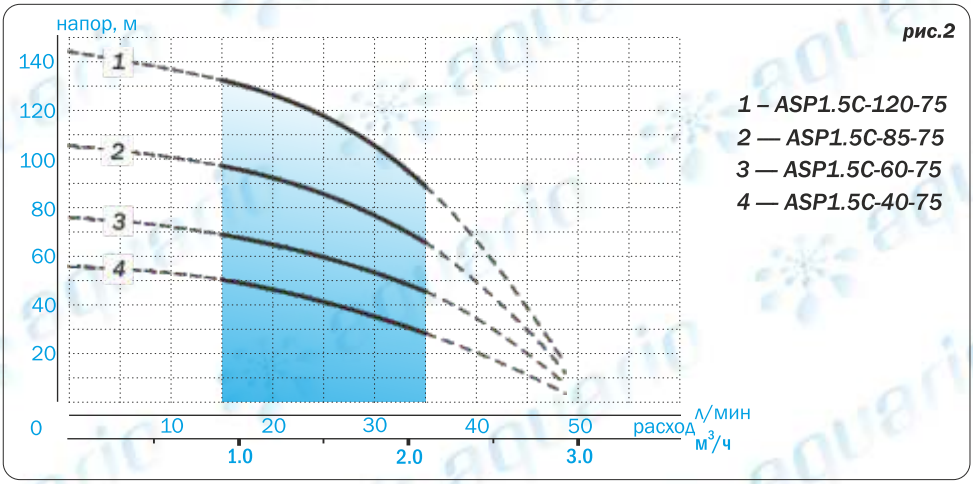

рис.2
- Длительная эксплуатация насоса должна осуществляться только в пределах рабочей зоны расходно-напорной характеристики (рис.2). Не соблюдение этого требования чревато различными последствиями: